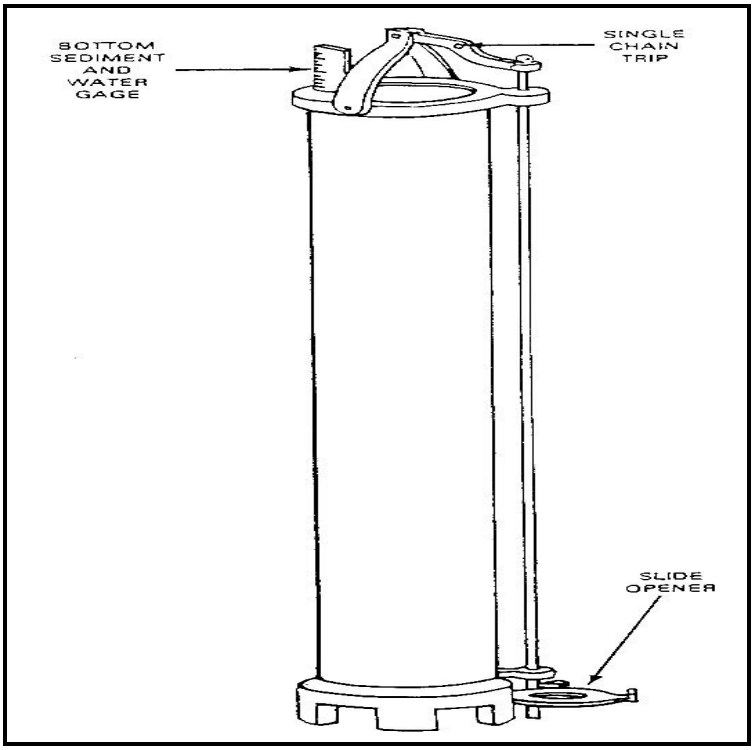

Figure 3-25. Tubular tank thief
• Tubular Tank Thief (Tulsa Thief). The tubular tank thief or Tulsa thief (Figure 3-25, page 3-27) is a bottom sampler. It is best suited for taking heavy bottom samples in storage tanks. A chain is used to open the sampler at any depth in the tank.